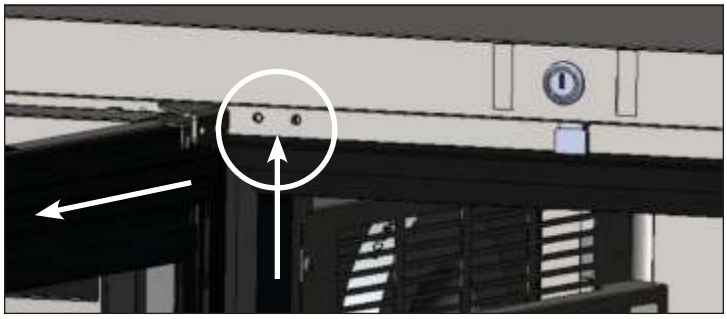

***Fig. 2.*** Remove the top hinge from the unit.
2. With the bolts removed, swing the bracket onto the door. Tilt the top of the door out to provide clearance from the countertop. Lift the door to disengage it from the top hinge bracket. See fig. 2.